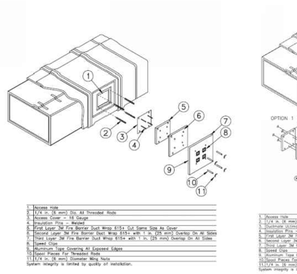

FIGURE 2—3M FIRE BARRIER DUCT WRAP 615+ COMMERCIAL KITCHEN GREASE DUCT SYSTEMS, 1- OR 2-HOUR, ACCESS DOOR SYSTEM
4.2.2.3 Field-fabricated Access Doors: The access doors must be protected with three layers of 3M Fire Barrier Duct Wrap 615+ blanket material as illustrated in Figures 2 and 3. The first layer of blanket is cut the same size as the door, and the subsequent layers must overlap the previous layer by 1 inch (25.4 mm). Access door labels must be applied to all access doors.